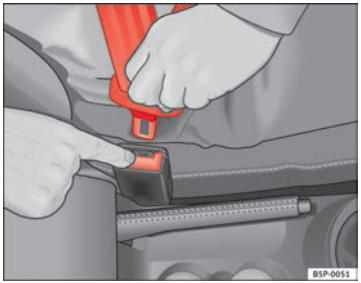

Fig. 15 Remove latch plate from buckle
– Press the red button on the belt buckle ⇒ Fig. 15. The latch plate is released and springs out ⇒ ⚠.